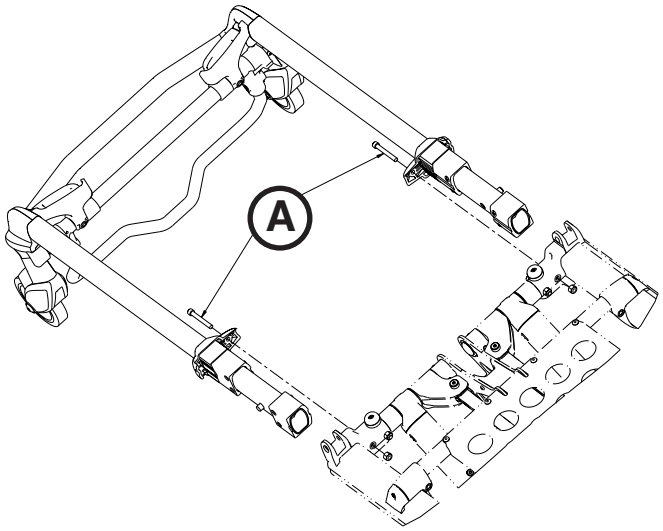

Figur 73
2. Avlägsna de två skruvarna (A) som fäster hylslagren vid sängbottensbasens fäste (en på varje sida) (Figur 73) med hjälp av en 7/16" kombinationsnyckel och en 3/16" insexnyckel (Figur 73).